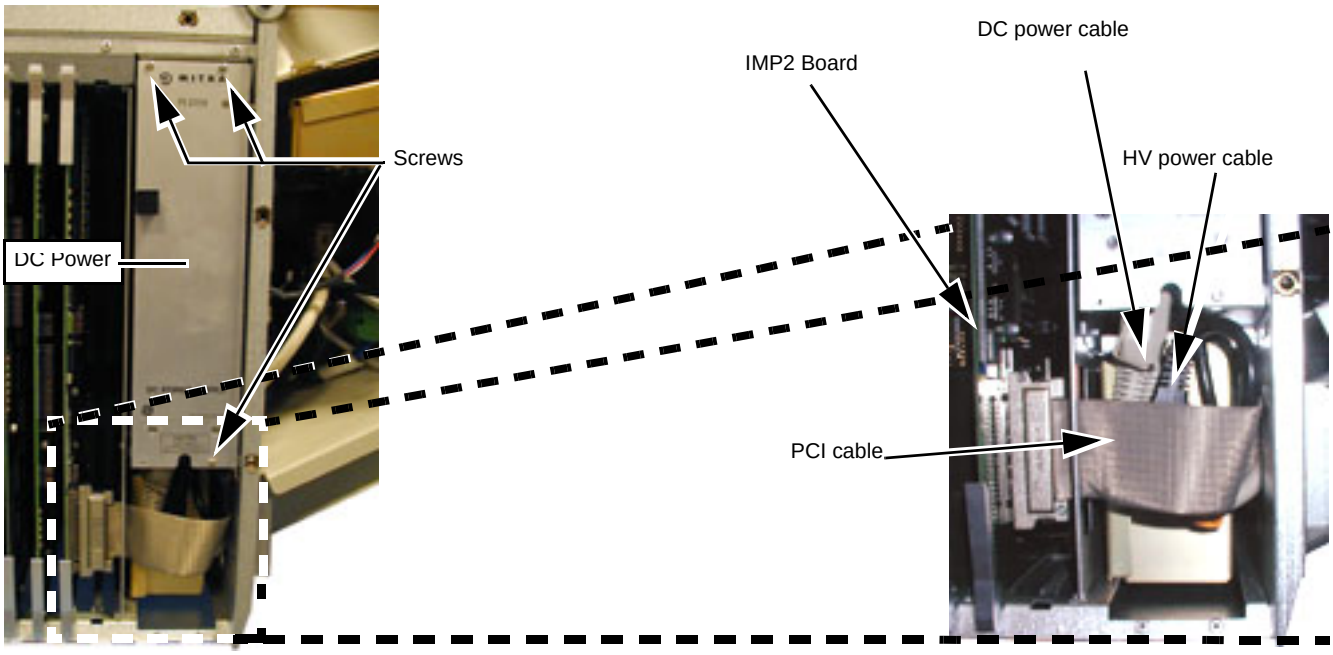

Figure 8-83 DC Power and Cabling.
1.) Unscrew three (3) screws as shown in Figure 8-83.